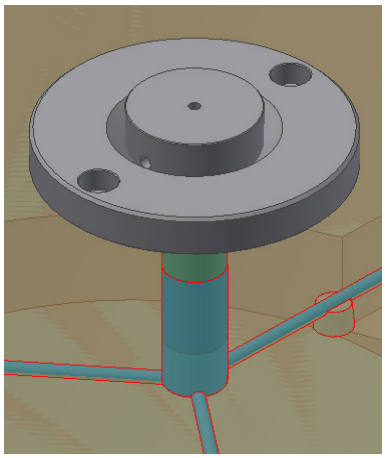

Figure 19-69 *The locating ring created*
4. Choose the **OK** button from the dialog box; the locating ring is created, refer to Figure 19-69.